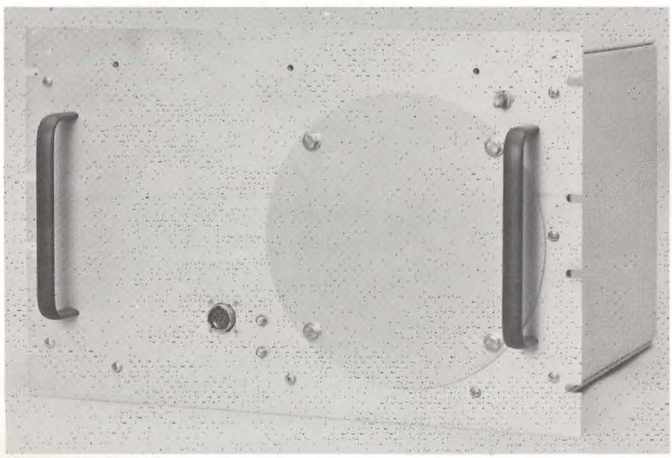

Figure 4. Two-channel receiver.
The concept of radar frequency (RF) cueing is based on the detection of aircraft radar emissions. Any aircraft using radar for terrain following and avoidance, navigation, or fire control direction of its weapons can be detected and tracked in azimuth and elevation. Based upon threat conditions or complexity of the system, either two- or four-channel receivers (fig 4 and 5) are used to receive and process radar emissions into usable data. The main difference between the receivers is the speed of data processing.